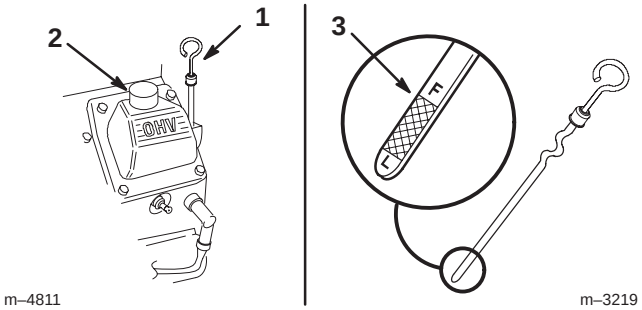

Figure 36
2. Nettoyez la surface autour de la jauge d’huile (Fig. 36) pour éviter que des impuretés ne s’introduisent dans le goulot de remplissage, ce qui risquerait d’endommager le moteur.
3. Sortez la jauge d’huile et essuyez soigneusement l’extrémité métallique (Fig. 36).
4. Enfoncez la jauge complètement dans le goulot de remplissage. Sortez de nouveau la jauge et examinez l’extrémité métallique (Fig. 36). Si le niveau est bas, versez lentement une quantité d’huile suffisante dans le goulot de remplissage pour amener le niveau au repère du plein (F).
5. Versez lentement environ 80% de la quantité d’huile spécifiée dans le goulot de remplissage (Fig. 36) (voir Changement de l’huile moteur et du filtre, page 32).